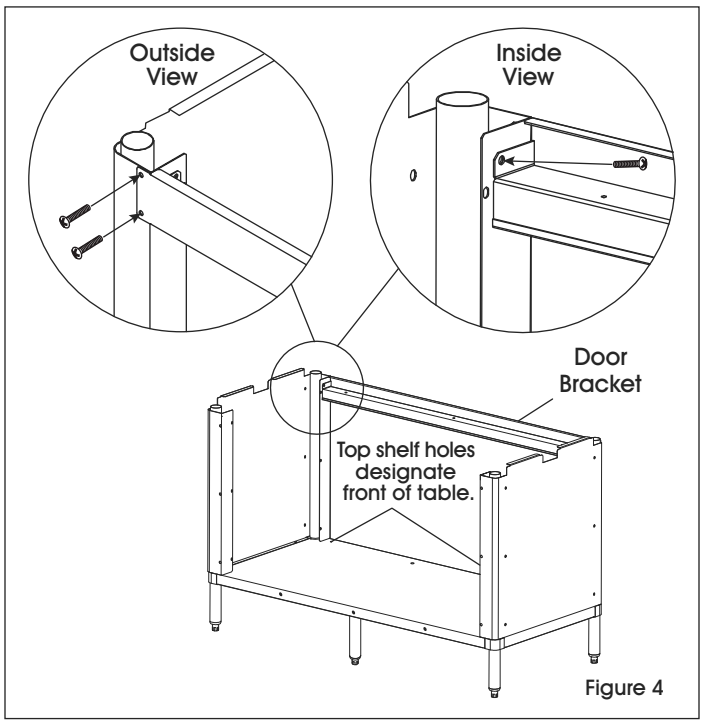

Figure 4
5. Place door bracket onto side panels (at front of table) and secure using six large Phillips head bolts. Two bolts should be used on the outside and one bolt on the inside of each side of the door bracket. (See Figure 4)